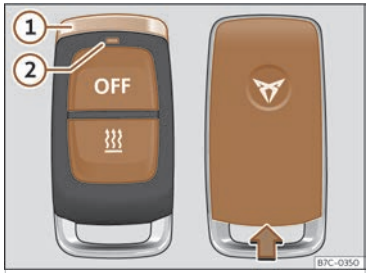

Abb. 88 Standheizung: mit Funkfernbedienung.
Die LED der Funkfernbedienung ››› **(Abb. 88)** ② zeigt dem Nutzer nach einem Tastendruck verschiedene Zustände an:
- Funkfernbedienung mit dem verchromten Stift ››› **(Abb. 88)** ① senkrecht nach oben halten.
- Geeignetes Werkzeug, z. B. Schraubendreher, in Pfeilrichtung in die Aussparung des Gehäuses der Funkfernbedienung stecken ››› **(Abb. 88)**.
- Abdeckung entgegen der Pfeilrichtung schieben, bis sie einrastet ››› **(Abb. 88)**.